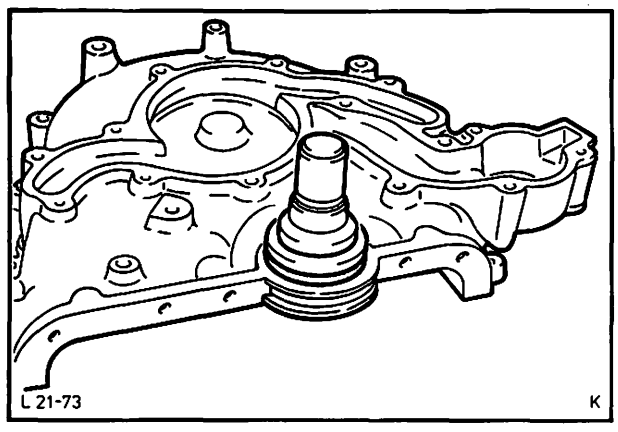

Abb. 99 Radialdichtring auswechseln
32. Radialdichtring-Stirnraddeckel mit Spezialwerkzeug 21-069 (G3-6059) und 21-070 (GC-6059) auswechseln, Abb. 99.